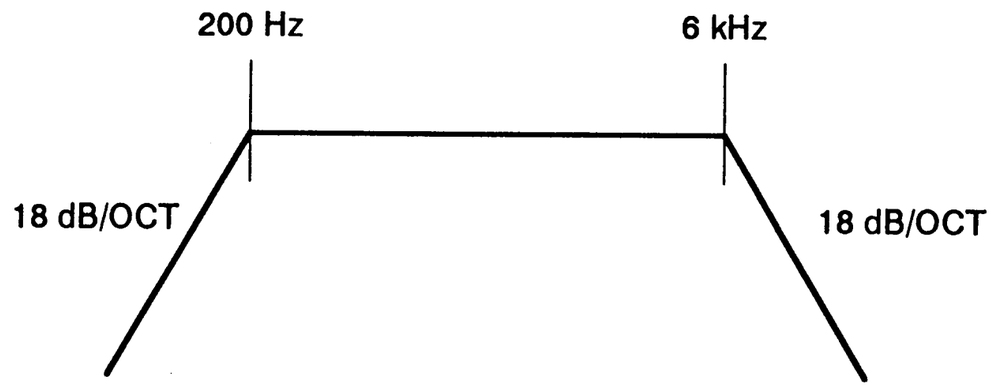

Fig. 9-54.
*1: Value when a distortion measuring filter (Fig. 9-54.) is used. Less than 1.0% when no filter is used.